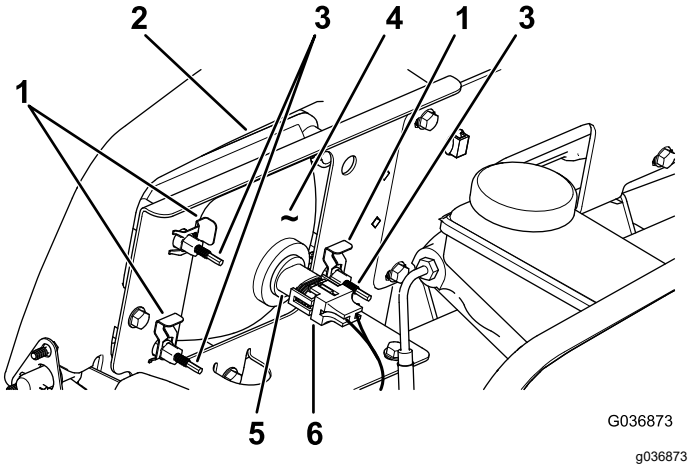

Figur 55
3. Koppla loss kablagets elektriska anslutning från lampenhetens kontakt (Figur 55).
4. Ta bort snabbklämmorna som fäster strålkastaren vid strålkastarfästet (Figur 55).
5. Demontera strålkastarenheten genom att flytta den framåt genom öppningen i den främre stötdämparen (Figur 55).
6. För in den nya strålkastaren genom öppningen i stötdämparen (Figur 55).
8. Anslut kablagets elektriska anslutning till lampenhetens kontakt (Figur 55).
2. Gå till baksidan av strålkastarenheten och vrid på justerskruvarna (Figur 55) för att svänga på enheten och rikta in ljuskäglan.